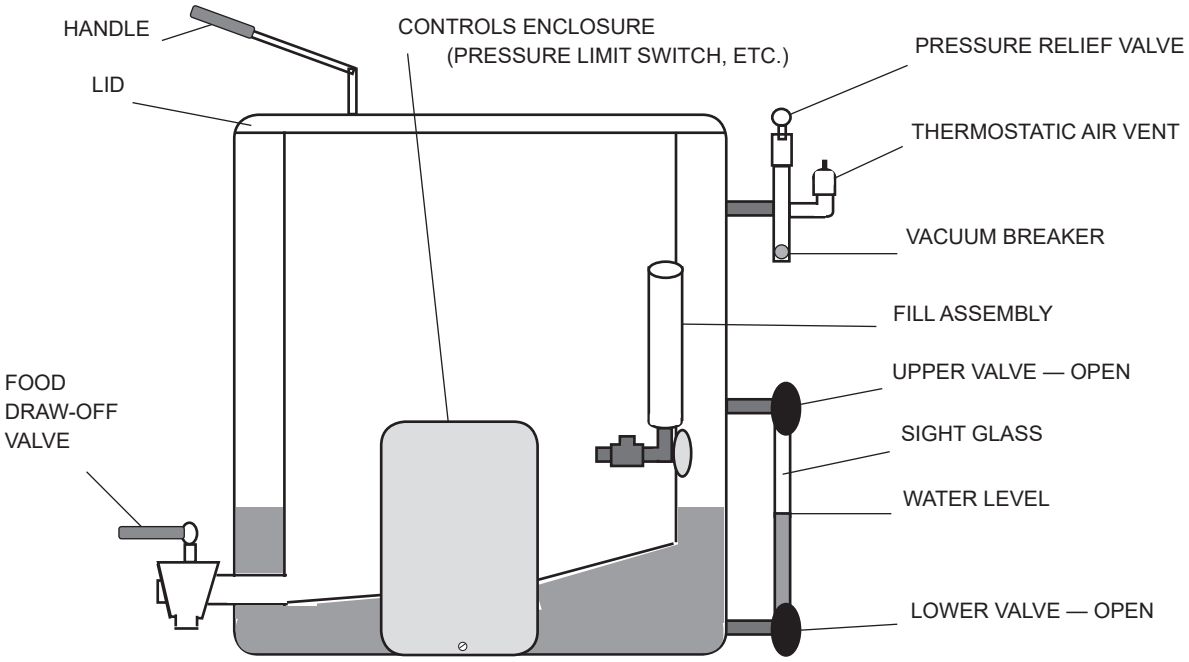

**Fig. 2**
## KETTLE FEATURES — COMMON TO ALL CONSTRUCTIONS (FIG. 2)
4. Replace the control panel cover and screw. Check proper jacket water level: Refer to Fig. 2, page 10, and Jacket Water and Jacket Water Treatment, page 16.